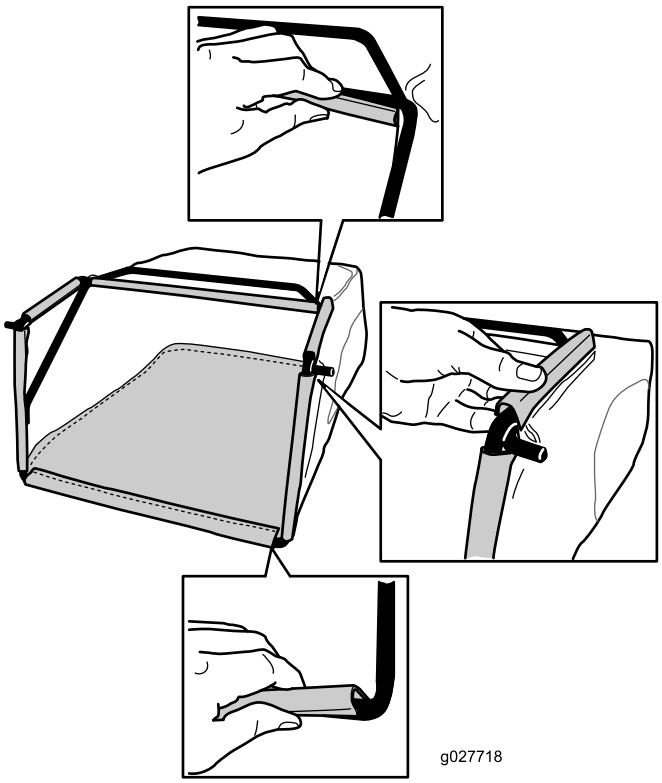

Figura 9
2. Agganciate il canale inferiore del cesto sul fondo del telaio (Figura 9).
3. Agganciate i canali superiore e laterali del cesto rispettivamente sulle parti superiore e laterali del telaio (Figura 9).